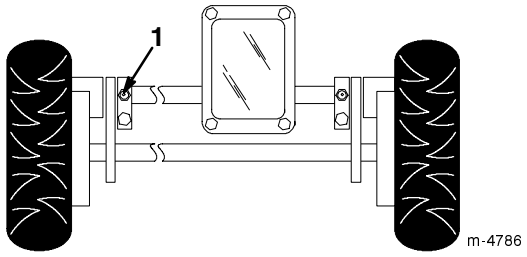

Bild 23
1. Wischen Sie die Schmiernippel mit einem sauberen Lappen ab (Bild 23).